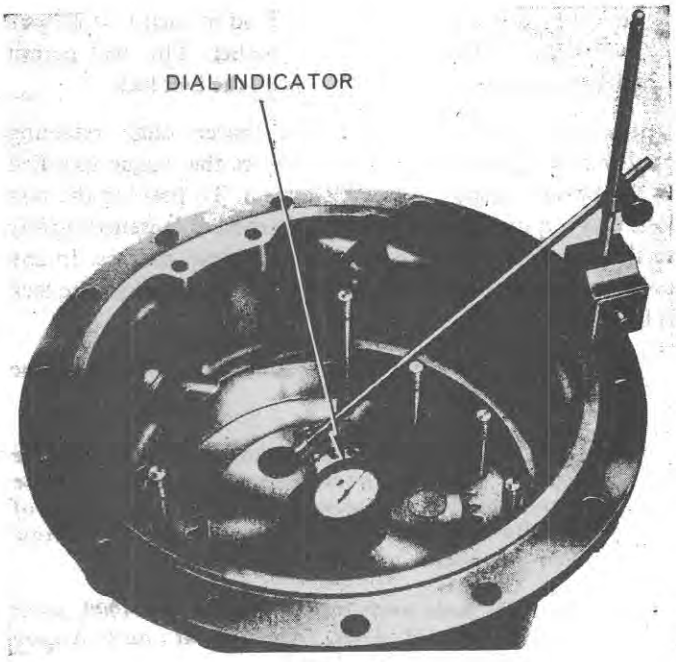

Figure 48
b. Set up a dial indicator, as shown in Figure 48. It will be necessary to use an extended plunger on the dial indicator to enable a reading to be taken from the top of the axle shaft bolt/bolts.